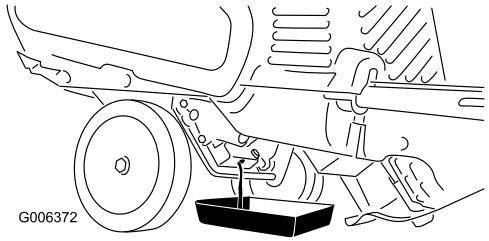

Rysunek 29
3. Umieść naczynie na spuszczany olej pod korkiem spustowym oleju, wyjmij go i przechyl maszynę do tyłu, aby spuścić zużyty olej do naczynia (Rysunek 29).